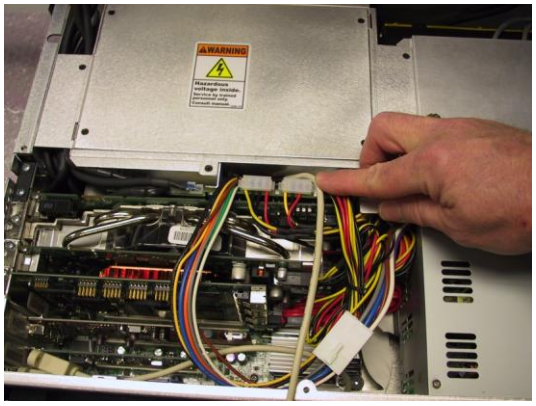

Figure 2-16
11) Observe the USB control cable coming out of the UPS as indicated by the pointing finger in Figure 2-16.